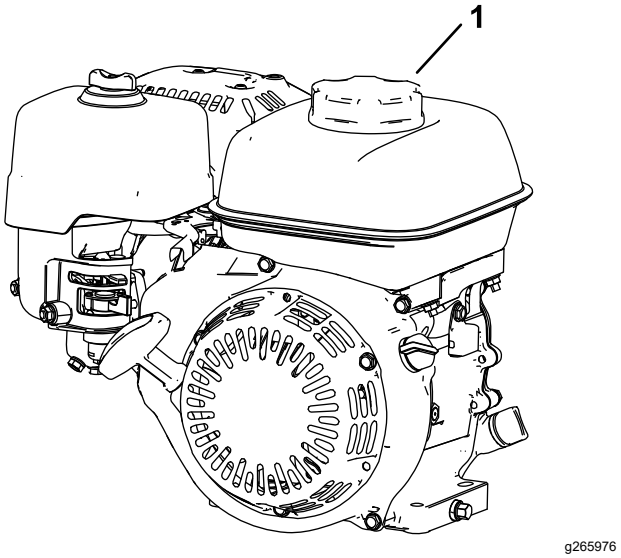

Figur 17
1. Rengjør rundt lokket til drivstofftanken, og ta av lokket (Figur 17). Fyll drivstofftanken til bunnen av tankåpningen. Se *brukerhåndboken* for motoren.